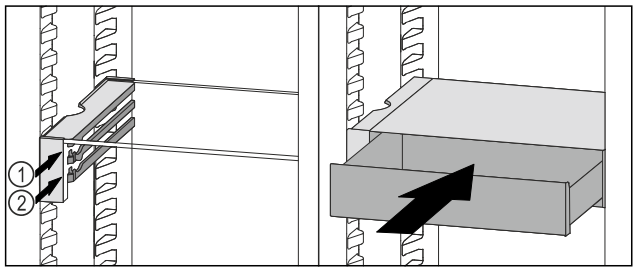

*Fig. 157*
▶ VarioSafe-lade achter de stoppers op de gewenste rib *Fig. 157 (1)* of *Fig. 157 (2)* plaatsen.